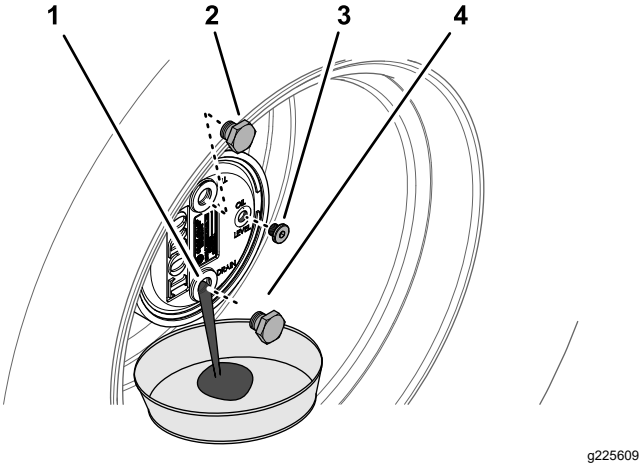

Figur 102
2. Fjern påfyldningsproppen i kl. 12-positionen og kontrolproppen i kl. 3-positionen (Figur 102).
3. Placer en drænbakke under planetnavet, fjern aftapningsproppen i kl. 6-positionen, og lad olien dræne fuldstændigt (Figur 102).
5. Monter aftapningsproppen i planethusets aftapningshul (Figur 102).